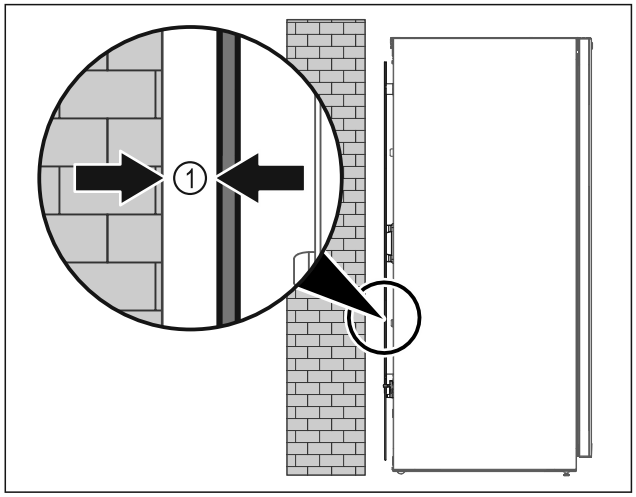

Fig. 52
▶ Set up the appliance either free-standing or directly against a wall at a minimum distance of 5 mm *Fig. 52 (1)*.